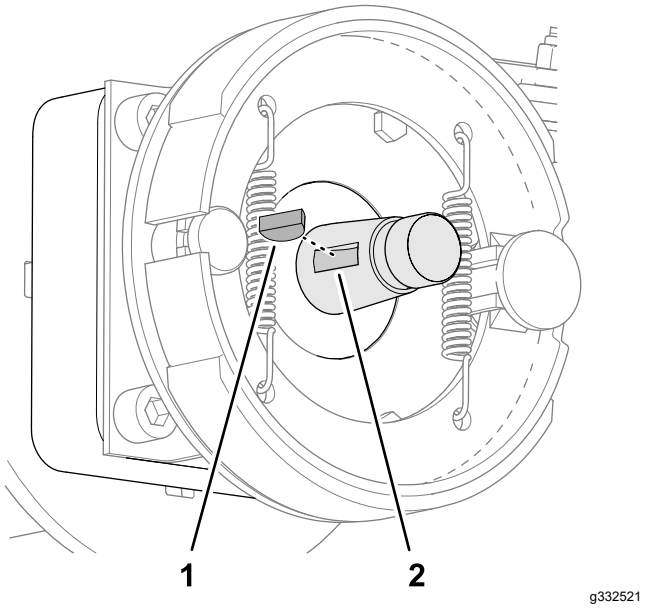

Figur 63
5. Ta bort woodruffkilen från hjulmotoraxeln (Figur 63).